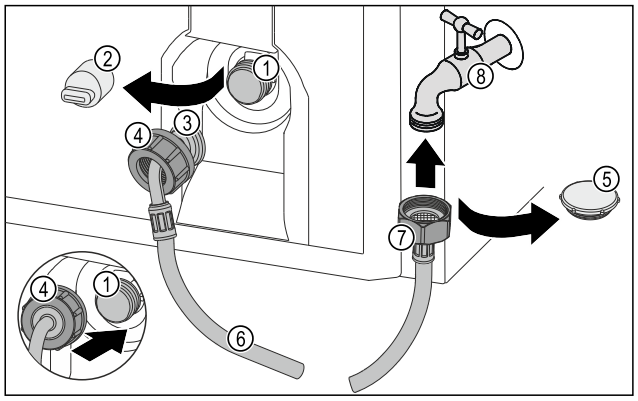

Fig. 10
- ▶ Uzavírací víčko *Fig. 10 (5)* odstraňte.
- ▶ Rovný konec hadice *Fig. 10 (7)* připojte k vodovodnímu kohoutku *Fig. 10 (8)*.
- ▶ Utáhněte matici na rovném konci hadice *Fig. 10 (7)* ve směru hodinových ručiček.